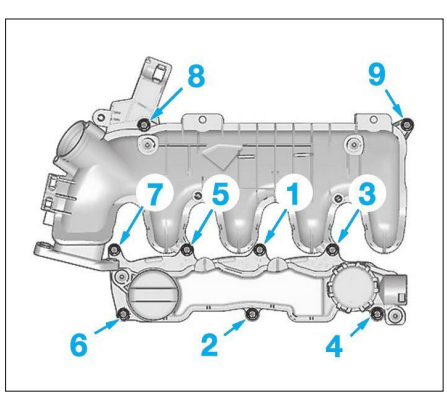

**Fig. 41**
• Respecter l'ordre de serrage du déshuileur **(Fig.41)**.
- Respecter l'ordre de serrage du déshuileur **(Fig.41)**.